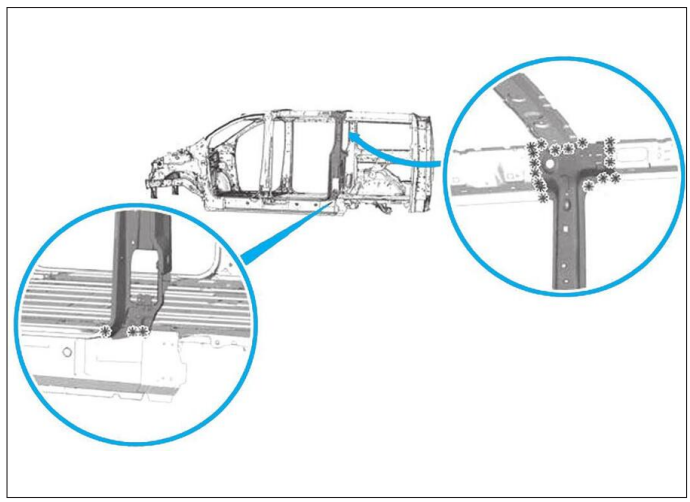

**FIG. 65**
• Découper les points **(Fig.65)**.